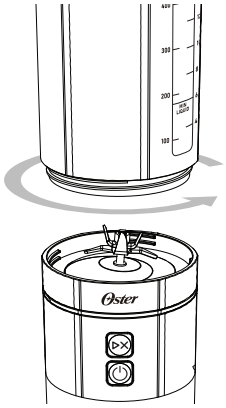
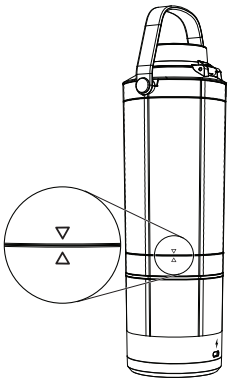

Figura 4
Figura 5
3. Asegure el recipiente a la base del motor. Gire a la derecha para apretar (Figura 4). Asegúrese de que la flecha impresa en el recipiente esté alineada con la flecha de la base del motor (Figura 5).